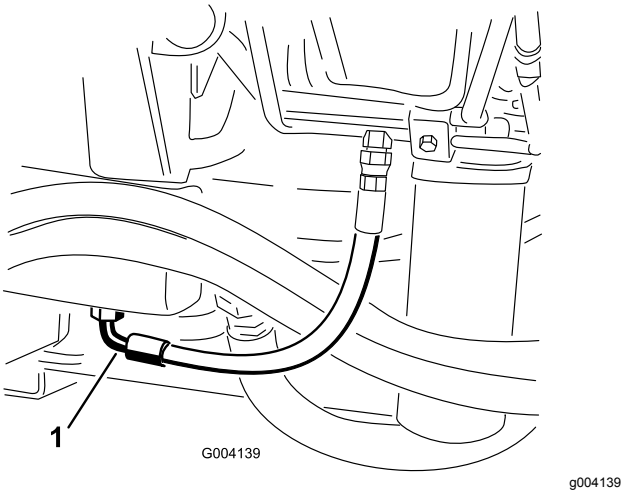

**Figur 100**
3. Anbring en stor bakke under stykket, der sidder i bunden af hydraulikvæskebeholderen (Figur 100).